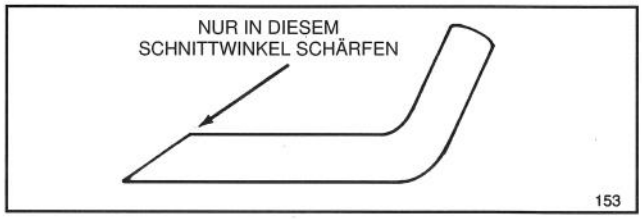

Abbildung 23
6. SCHÄRFEN DES MESSERS—Mit einer Feile die Oberkante des Messers (die zum Mahergehäuse zeigt) schärfen und dabei den ursprünglichen Schnittwinkel beibehalten (Abb. 23). Das Messer bleibt ausgewuchtet, wenn von beiden Schnittkanten gleichviel Material abgetragen wird.